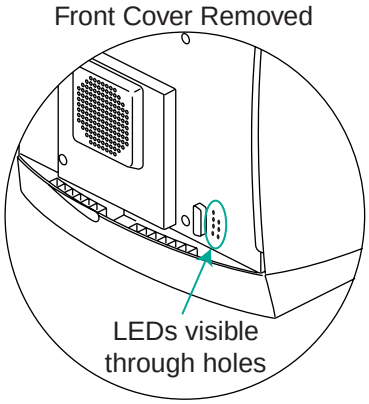

Figure 5-139 CPOP Connector LEDs
Located immediately behind the lower right front cover are seven (7) green **LED**s. These **LED**s are visible with the front cover removed by looking through the holes located in the lower front right of the chassis (see Figure 5-139). The **LED**s you will see are attached to the back of the front plane circuit board, as viewed through the holes in the lower right area of the chassis next to the DB15 connector. There are 2 columns: 1 column consisting of 4 **LED**s and another with 3 **LED**s. They are depicted in Table 5-44 and Table 5-45 that way.